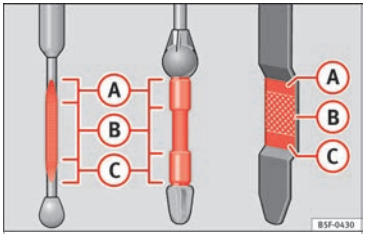

Fig. 168 Marked engine oil dipstick
- **If the engine oil level is above the area ››› Fig. 168 (A) do not start the engine. Seek specialist assistance. Otherwise catalytic converter and engine damage may occur.**
When the engine is working hard, for instance during sustained high-speed motorway cruising in summer or when climbing mountain passes, the oil level should preferably be kept within area ››› Fig. 168 (A).